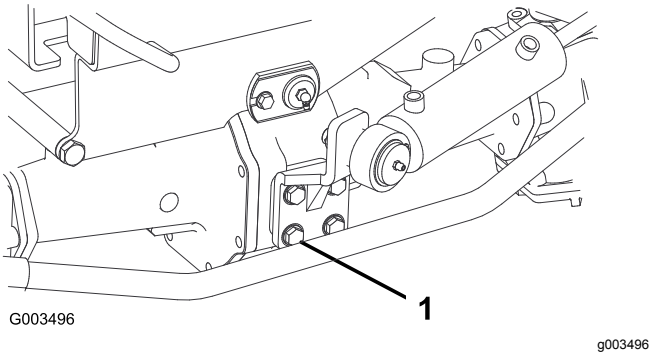

**Figur 66**
2. Tilspænd de fire bolte til styretøjscylinderens montering (Figur 66) med et moment på 65 til 81 N·m.